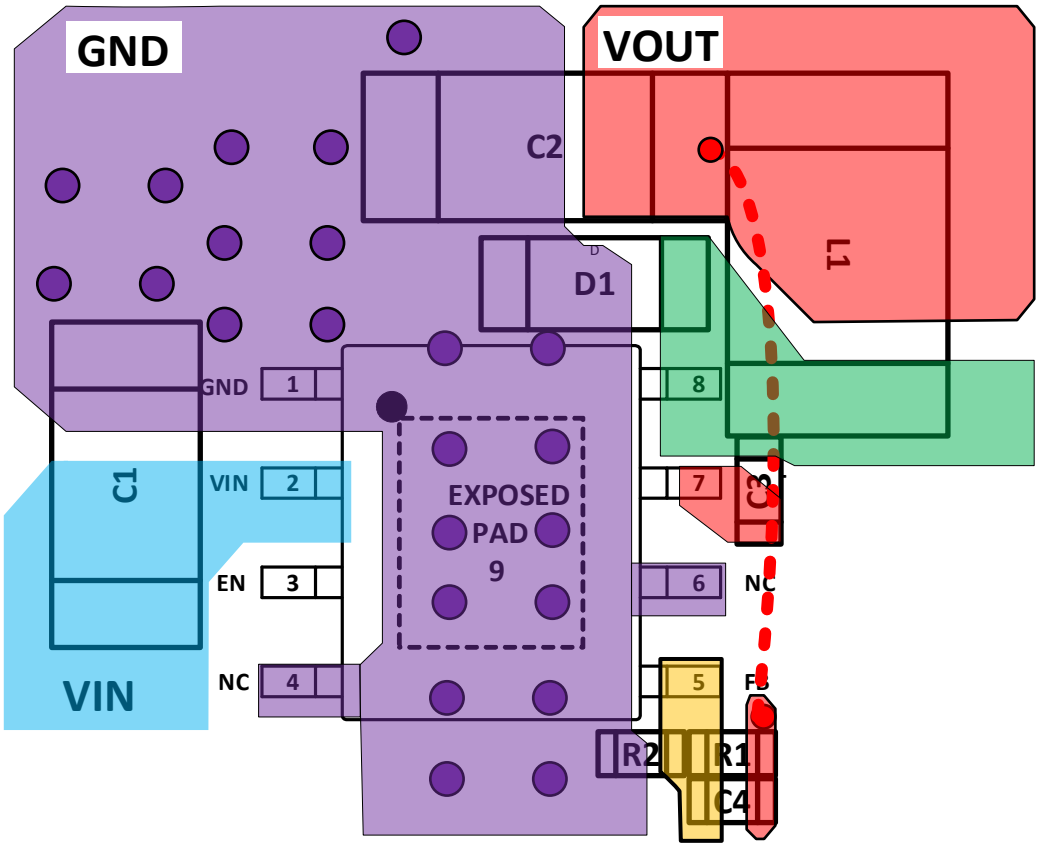

Figure 28. PC Board Layout
9. See Figure 28 for more details.